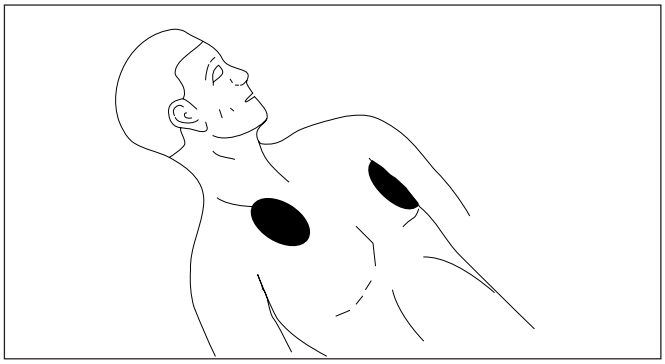

Bild 6-4. Aufsetzen der Defibrillationselektroden (Rückenlage)
- setzen eine Elektrode im rechten 2. ICR neben dem Brustbein auf (entspricht der Abnahmestelle C1) und die andere auf die linke Axillarlinie (Abnahmestelle C6) (Bild 6-4).